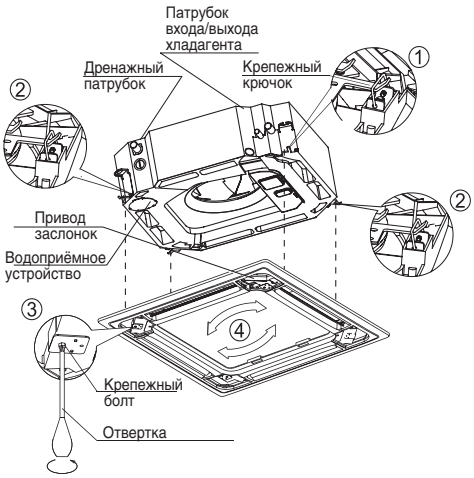

Рис. 2.8
- Расположите декоративную панель таким образом, чтобы угол, где находится привод заслонок совпадал со стороной водоприемного устройства (рис. 2.8)